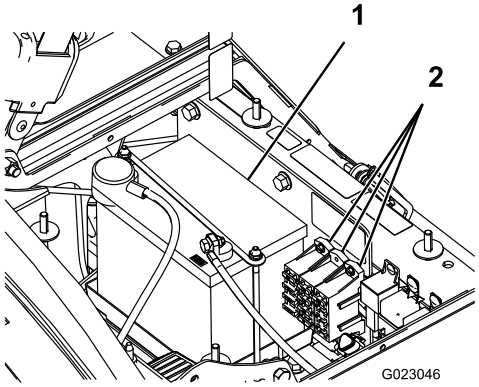

Figur 32
Der er 2 sikringsblokke og 1 tom plads i det elektriske system. De er placeret under sædet (Figur 32).
2. Batteriet er placeret i maskinens højre side bag pumpen (Figur 32).
5. Fjern batteriholderen og fastgørelsesenhederne (Figur 32).
2. Monter batteriholderen, og fastgør den med de tre bolte, der tidligere blev fjernet (Figur 32).
4. Påsæt batteridækslet, og fastgør det med de 2 skruer (Figur 32).
1. Løsn skruerne på siden af batterikassen, og fjern batteridækslet (Figur 32).